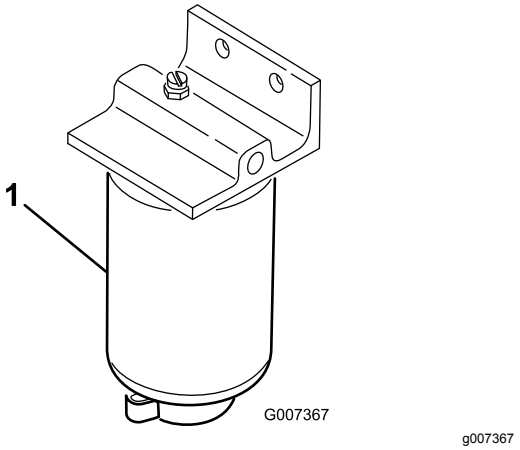

**Figuur 58**
1. Plaats een schone opvangbak onder het brandstoffilter (Figuur 58).